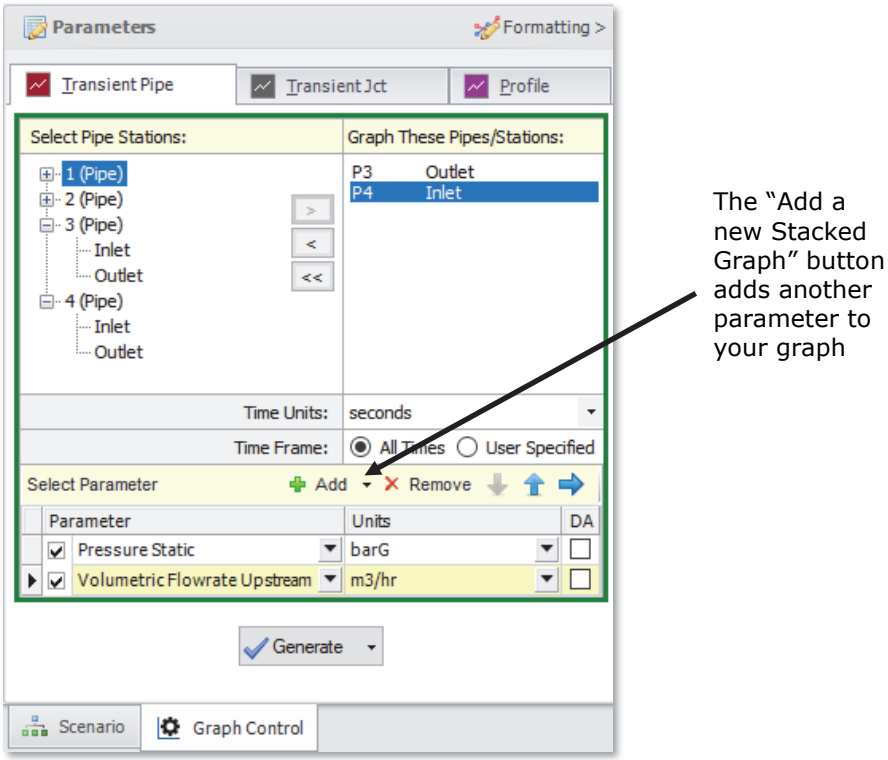

Figure 2.25 The Graph Control tab on the Quick Access Panel allows you to specify the graph parameters you want to graph in the Parameters/Formatting area
- **In order to add the stacked graph over the static pressure graph showing the volumetric flowrate at the inlet and outlet of Valve J4, click the "Add" button**, which has the green "+" icon next to "Select Parameter". A new row under the Parameter definition area will appear (See Figure 2.25).
Figure 2.25 shows the input in the Parameters/ Formatting area on the Quick Access Panel.